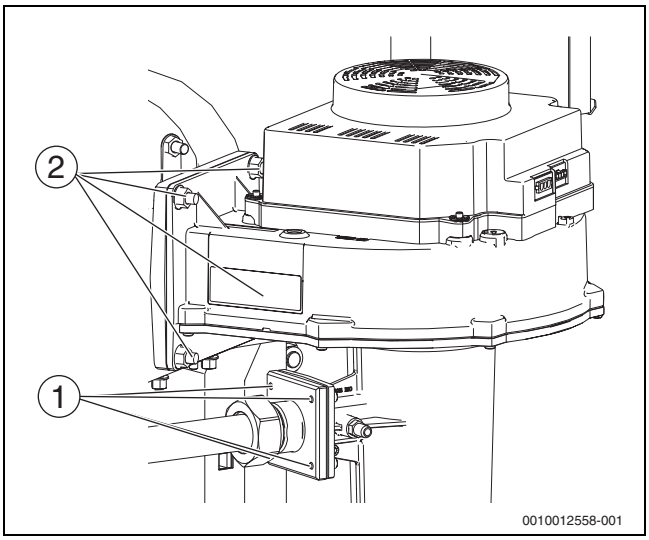

Fig. 67 Demontarea ventilatorului (dimensiuni ale cazanului de 200-300 kW)
- Desfaceți flanșa de amestecare prin îndepărtarea celor 4 piulițe de la nivelul ajutajului Venturi (→ Fig. 67, [1]).
- Îndepărtați 4 piulițe hexagonale de la nivelul cotului de amestecare (→Fig. 67).
- Desfaceți ventilatorul prin îndepărtarea celor 4 piulițe de la nivelul cotului de amestecare (→ Fig. 67, [2]).